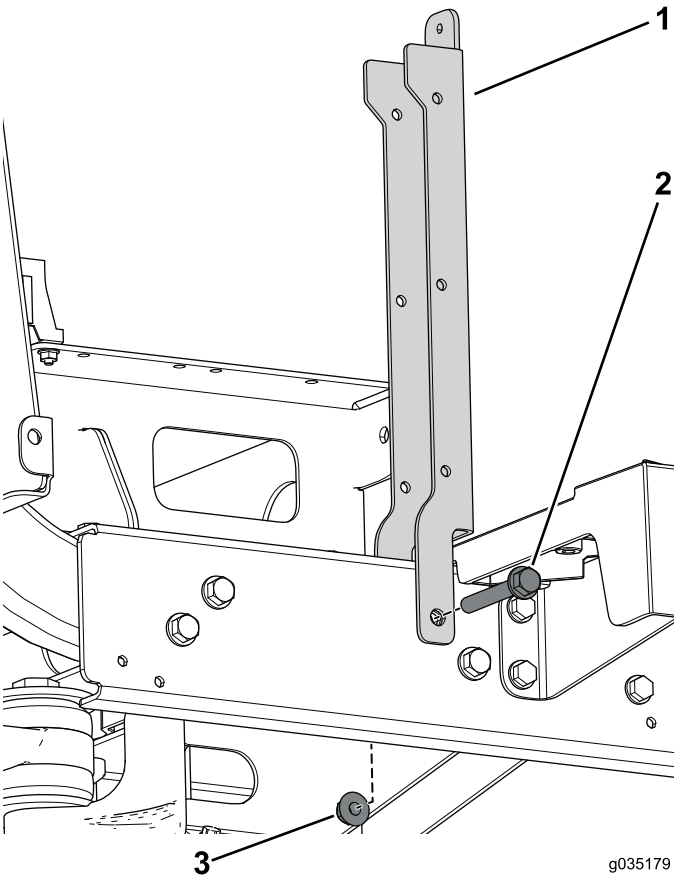

Bild 84
2. Mutter (10)
4. Befestigen Sie die Sitzstütze mit der Schlossschraube (3/8" x 2½") und Bundmutter (Bild 84).